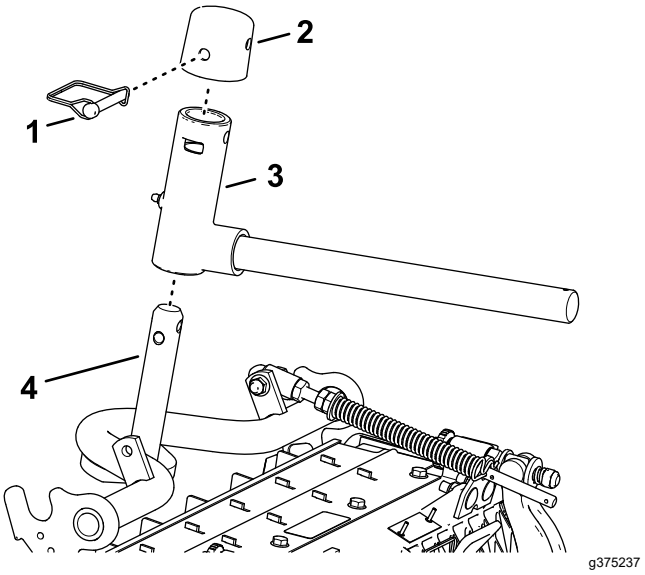

**Figuur 20**
2. Monteer het juk van het draaipunt op de as van het draagframe (Figuur 20).